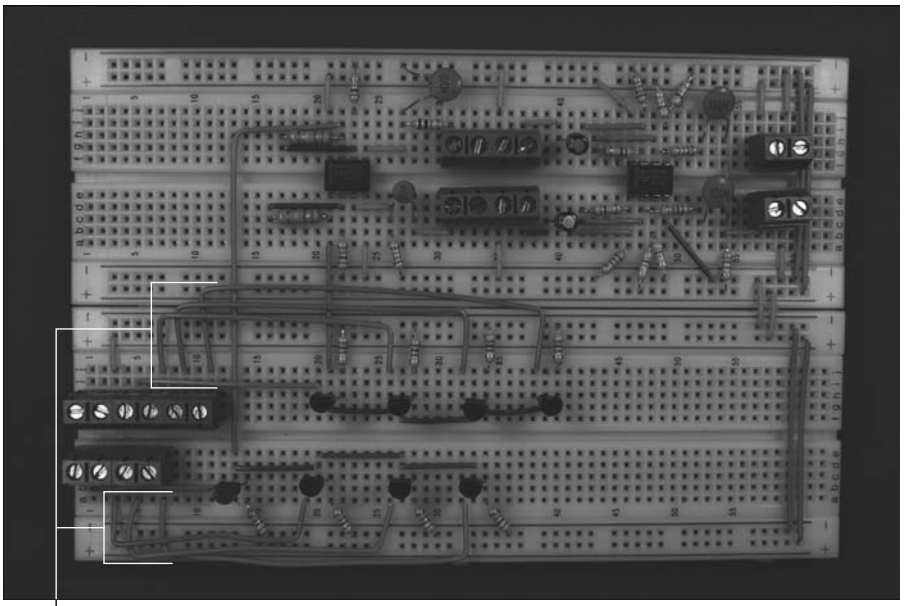

Figure 5-14: Connect the collector pins of the transistor to terminal blocks.
11. **Insert wires to connect the collector pins of the transistors to the terminal blocks, as shown in Figure 5-14.**